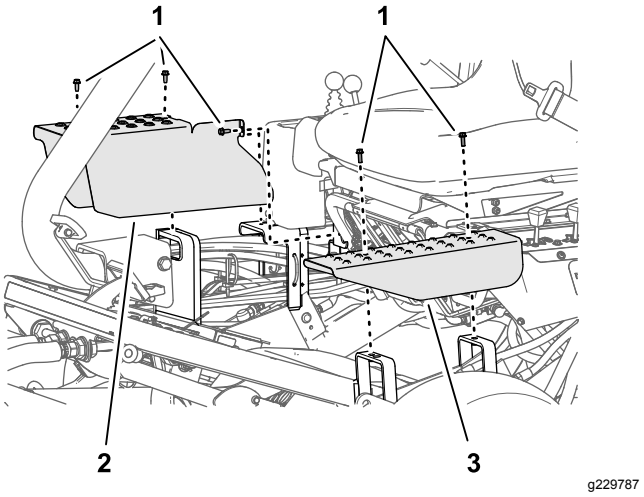

Figur 51
2. Fjern de bolte, der fastgør dækpladen på løftecylinderen, som du justerer, fra chassisets støttebeslag (Figur 51).